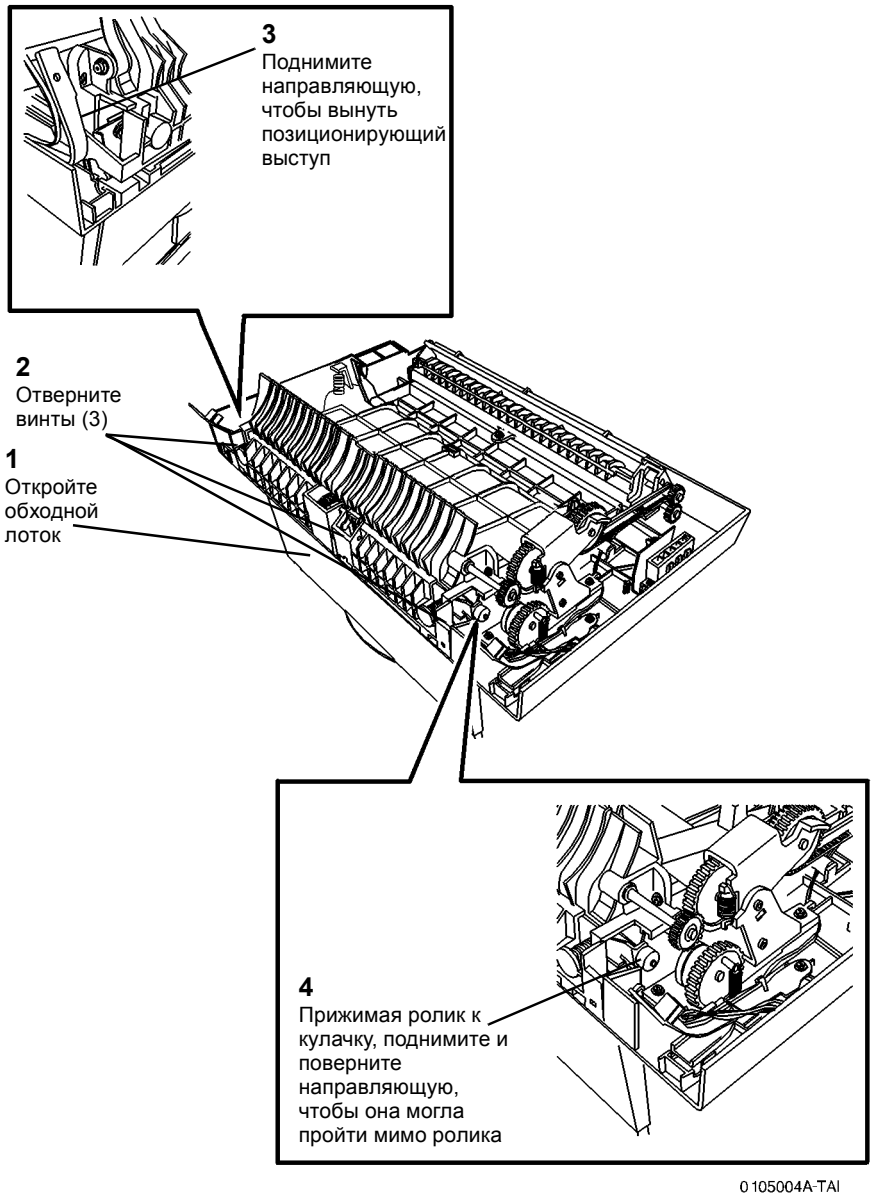

Рисунок 2 Снятие нижней направляющей
4. Снимите нижнюю направляющую (7), (Рисунок 2).